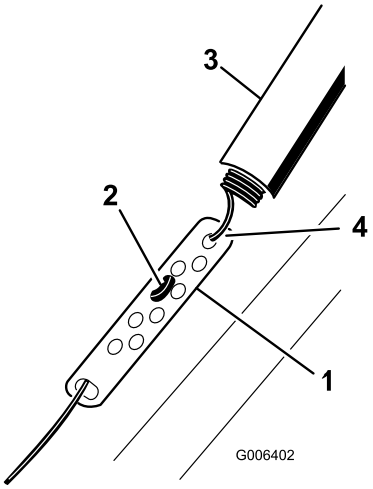

Figur 26
1. Skyv fjærdekselet opp og hekt løs fjæren fra justeringskoblingen (Figur 26).